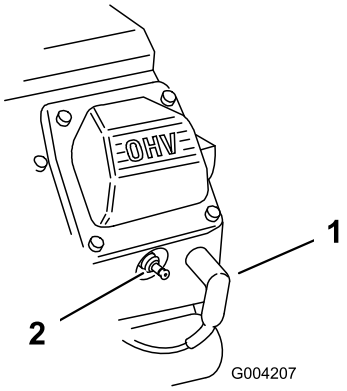

Figuur 50
2. Trek de kabels van de bougies (Figuur 50).
3. Druk de bougiekabels op de bougies (Figuur 50).